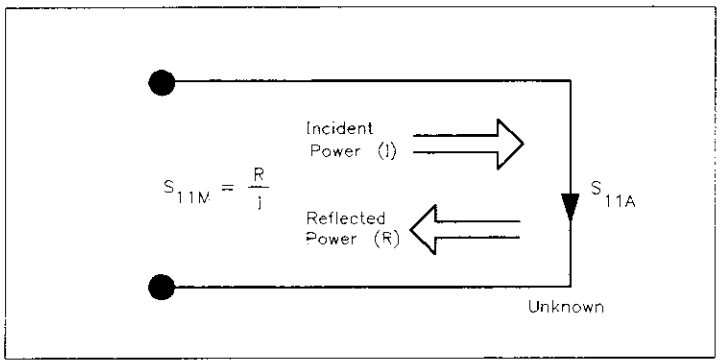

Figure 5-30. Reflection Coefficient
To characterize the errors, the reflection coefficient is measured by first separating the incident signal (I) from the reflected signal (R), then taking the ratio of the two values (see Figure 5-30). Ideally, (R) consists only of the signal reflected by the test device ($S_{11}A$).